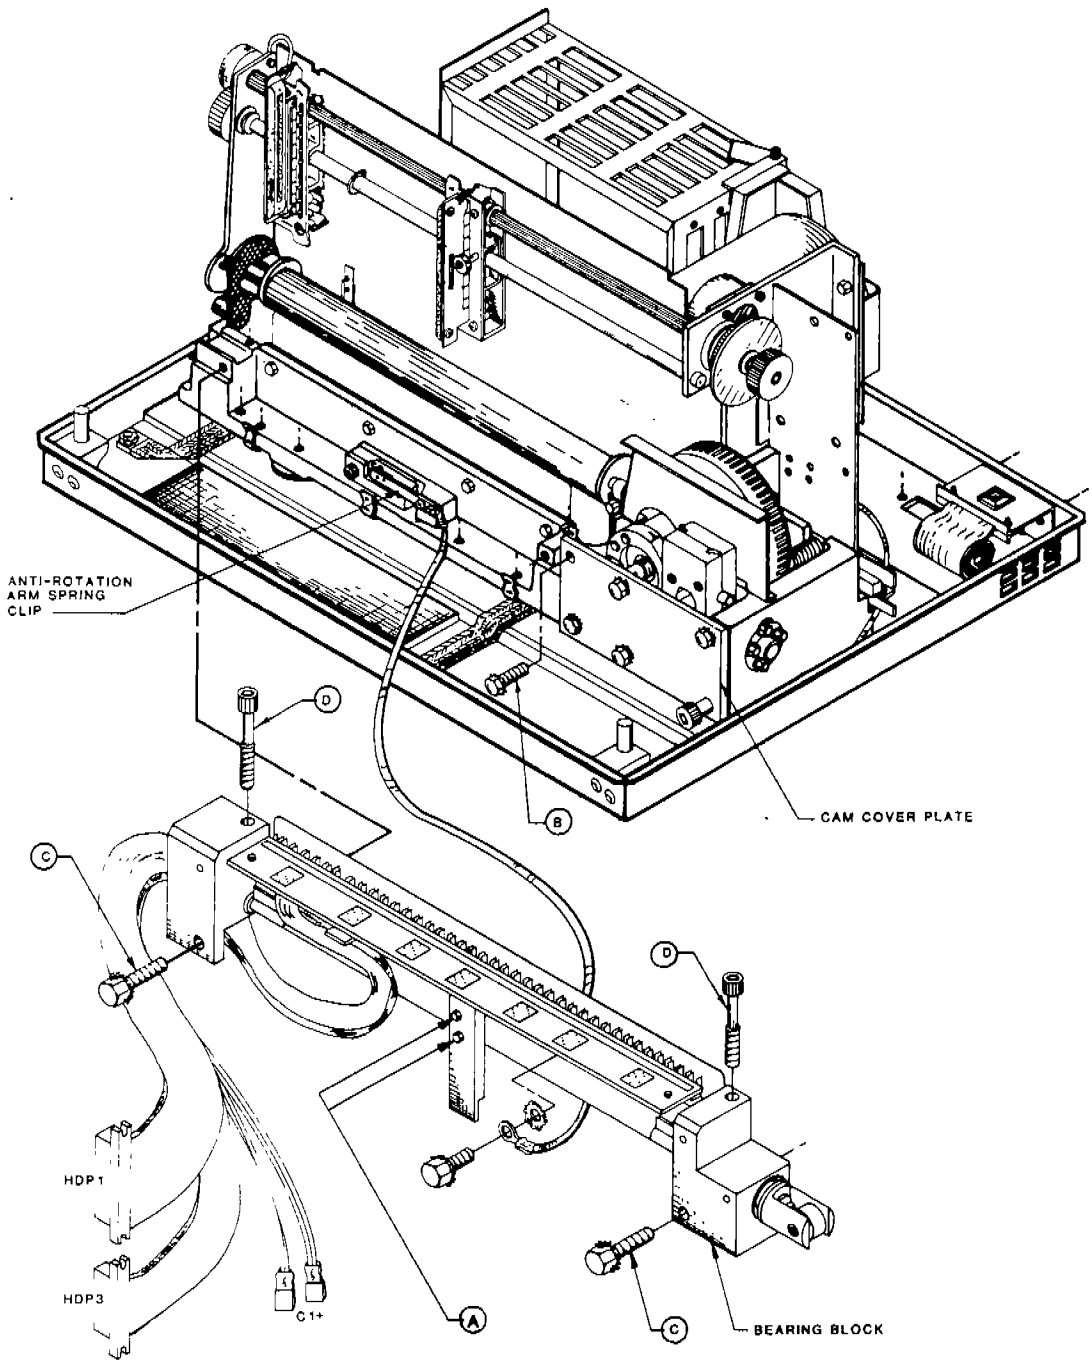

FIGURE 3-6.
4. Remove the screw (Item B, Figure 3-6) from the upper left corner of the cam cover plate.
6. Loosen the screws (Item D, Figure 3-6) at the top rear of each bearing block until the shuttle can be separated from the base support.
7. Use two wrenches to simultaneously tighten both the top left bearing block retaining screw and the lower left bearing block screw (Figure 3-6).
9. Use two wrenches to simultaneously tighten the two right bearing block screws (Figure 3-6).
4. Remove the two screws (Item A, Figure 3-6) that hold the anti-rotation arm.
2. Replace the anti-rotation arm in its normal position. Install the two screws (Item A, Figure 3-6) that hold the arm in place. Torque the screws to 12 inch pounds.